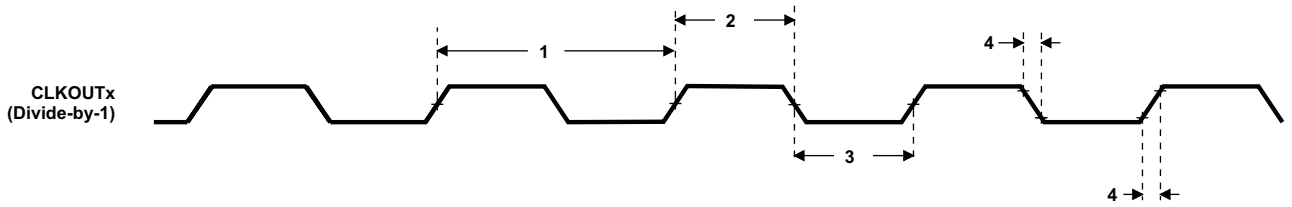

Figure 7-16. CLKOUTx Timing
Table 7-17. Switching Characteristics Over Recommended Operating Conditions for CLKOUTx (CLKOUT0 and CLKOUT1)(1) (2) (see Figure 7-16)